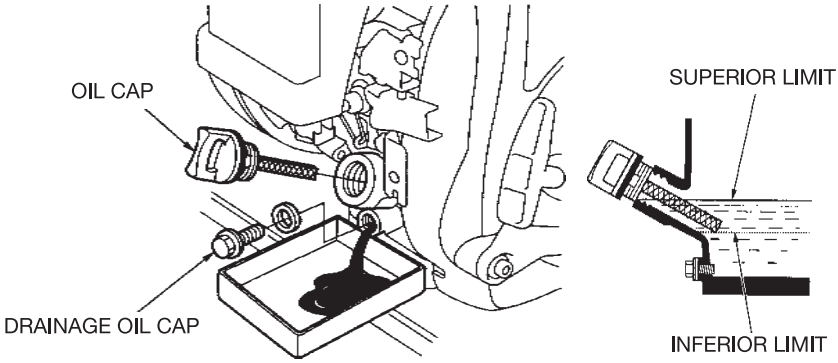

Fig. 10
1.Change the engine oil (as shown on the Fig.10)